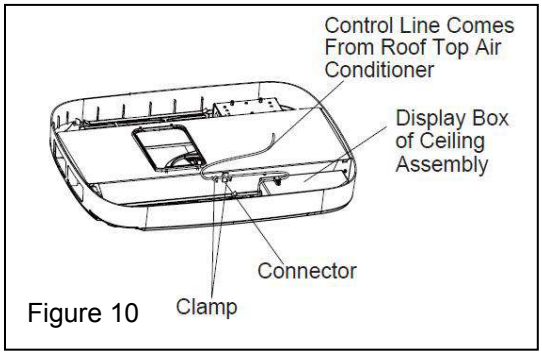
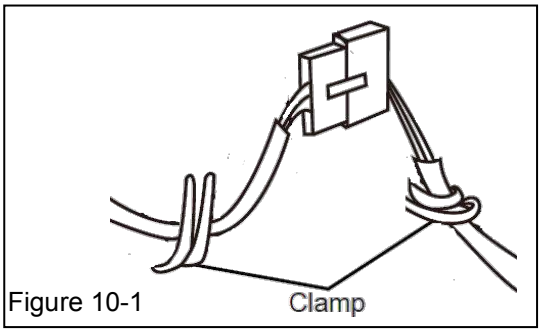

Figure 10
Figure 10-1
7. Connect connector and secure the clamp (see Figure 10 and Figure 10-1).